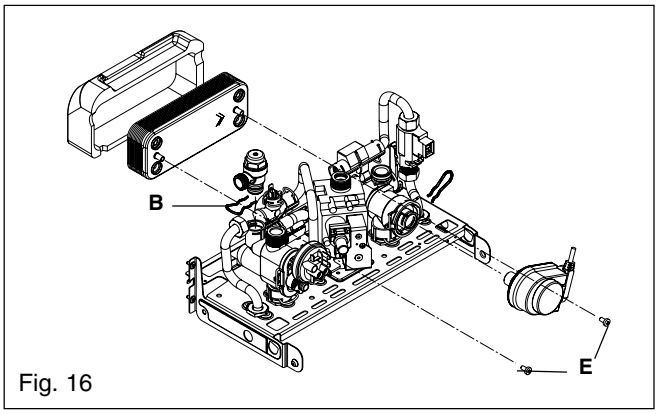

Fig. 16
6.7 SAFETY VALVE fig. 16
6.21 DHW HEAT EXCHANGER fig. 16/16A